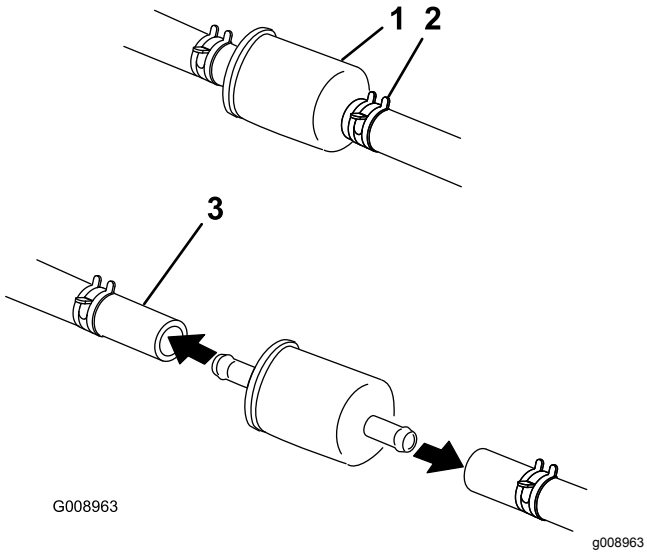

**Figuur 69**
5. Brandstoffilter vervangen (Figuur 69).